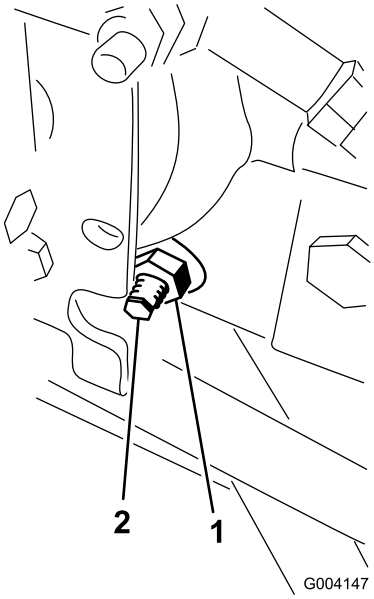

Figur 60
3. På den høyre siden av hydrostaten løsner du festeskruen på trekkjusteringskammen (Figur 60).